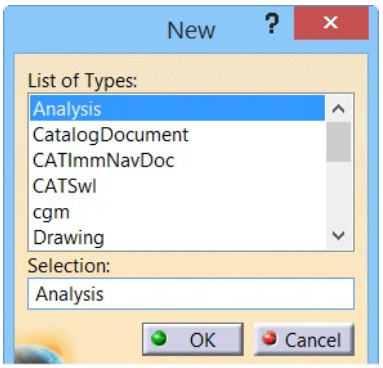

Figure 2-49 *The **New** dialog box*
1. Choose **File > New** from the menu bar; the **New** dialog box is displayed, as shown in Figure 2-49. Alternatively, choose the **New** tool from the **Standard** toolbar to invoke the **New** dialog box.